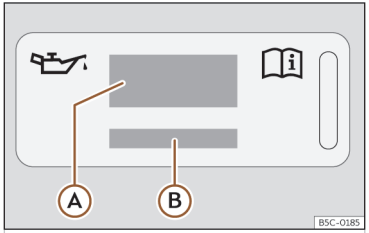

Abb. 221 Im Motorraum: Aufkleber mit Motoröl-Spezifikationen
Legende zur ››› **(Abb. 221)**:
Wenn Motoröl nachgefüllt werden muss, verwenden Sie eines der auf dem Aufkleber angegebenen Motoröle ››› **(Abb. 221)**. Der Aufkleber mit der vorgeschriebenen Motoröl-Norm befindet sich im vorderen Bereich des Motor-
- **Wenn der Aufkleber mit den Motoröl-Spezifikationen ››› (Abb. 221) fehlt, wenden Sie sich an einen Fachbetrieb.**